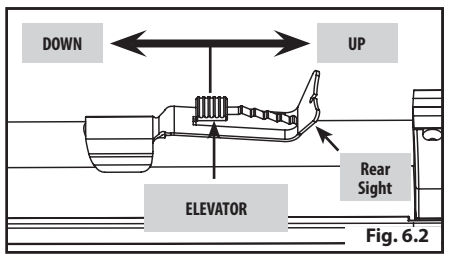

Fig. 6.2
2. When moving the elevator, slightly lift the rear sight and reset it on the desired notch in the elevator (Fig. 6.2)